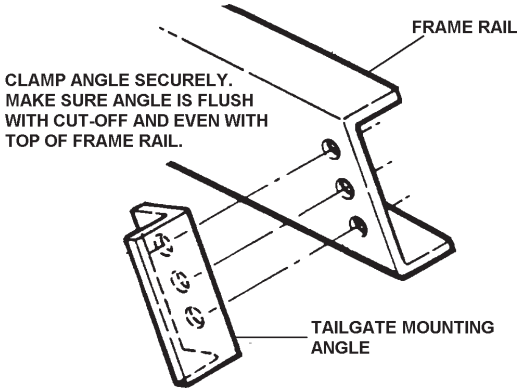

FIGURE 7.4
(k) Clamp tailgate mounting angles to frame rails with predrilled holes to frame rails and flush with the 15° cut. Using the predrilled holes as a template, drill three (3) 29/32" holes in frame rails and secure angles with 7/8" dia. bolts and lock nuts to frame rails. See Figure 7.4.